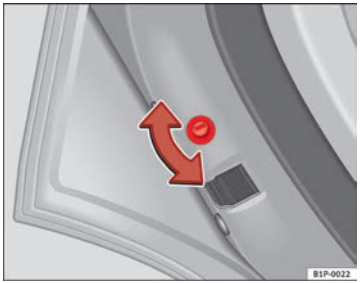
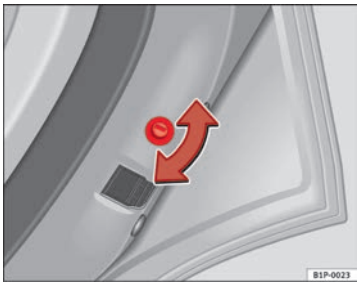

Fig. 59 Childproof lock on the left hand side door
Fig. 60 Childproof lock on the right hand side door
– With the door open, rotate the groove in the door using the ignition key, clockwise for the left hand side doors, and anti-clockwise for the right hand side doors ⇒ fig. 59 ⇒ fig. 60.
– With the door open, rotate the groove in the door using the ignition key, clockwise for the right hand side doors, and anti-clockwise for the left hand side doors ⇒ fig. 59 ⇒ fig. 60.